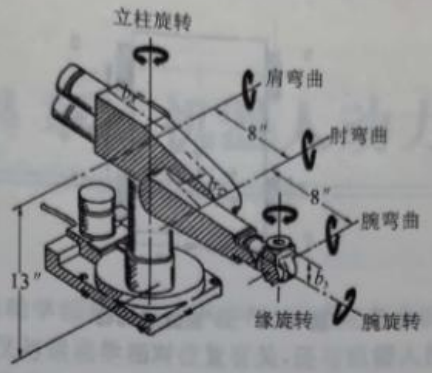

图 3.47 PUMA250 工业机器人的结构
3.6 图 3.47 和表 3.10 表示 PUMA250 机器人的几何结构和连杆参数。试求：